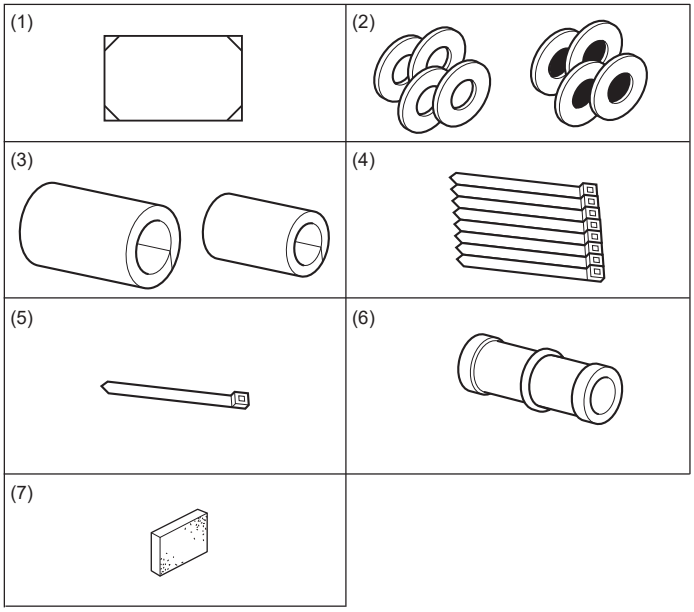

Abb. 3-1
3.1. Zubehörteile der Innenanlage prüfen (Abb. 3-1)